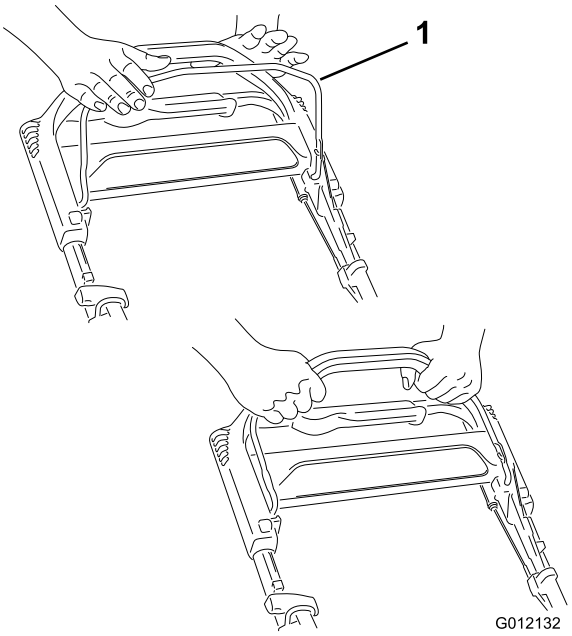

Figur 12
2. Håll knivstyrstången (Figur 12) mot handtaget.